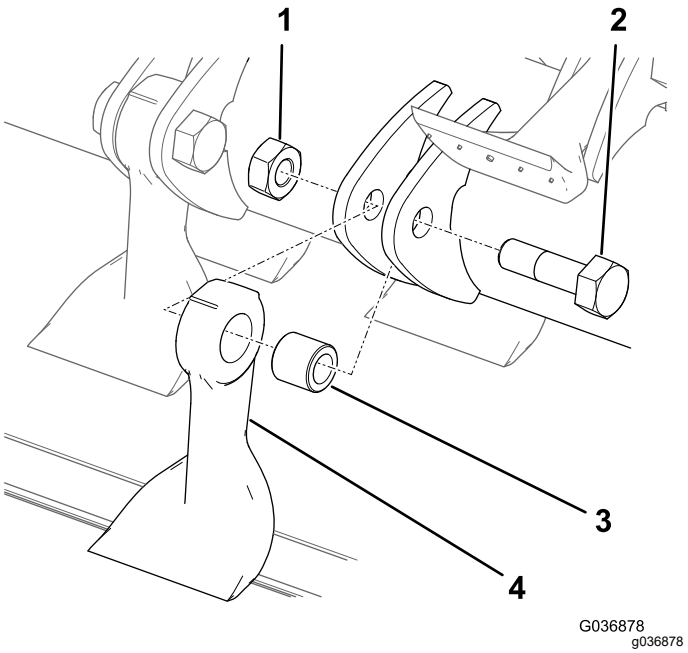

Figur 74
8. Hold kniven i en fille eller med en polstret hanske, og fjern mutteren, bolten, hylsen og kniven (Figur 74).
10. Monter en ny kniv og hylse med en ny mutter og knivbolt (Figur 74).